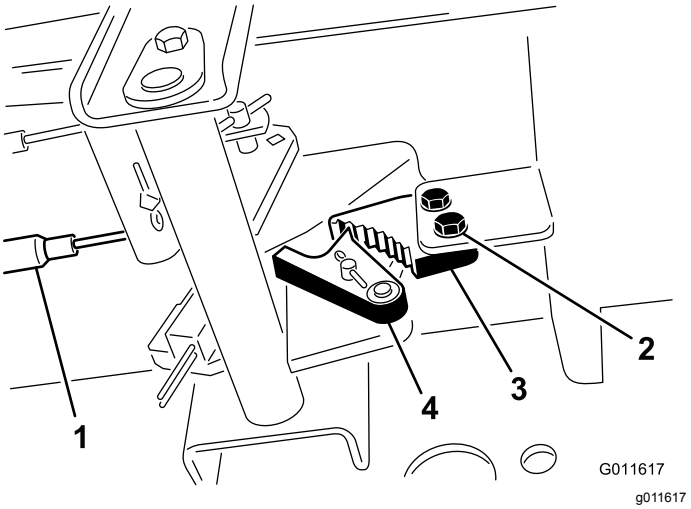

Figur 68
1. Løsn de 2 skruer, der fastgør parkeringsbremsepalen på stellet (Figur 68).
2. Tryk parkeringsbremsepedalen frem, indtil parkeringsbremselåsen kobler helt ind på bremsepalen (Figur 68).